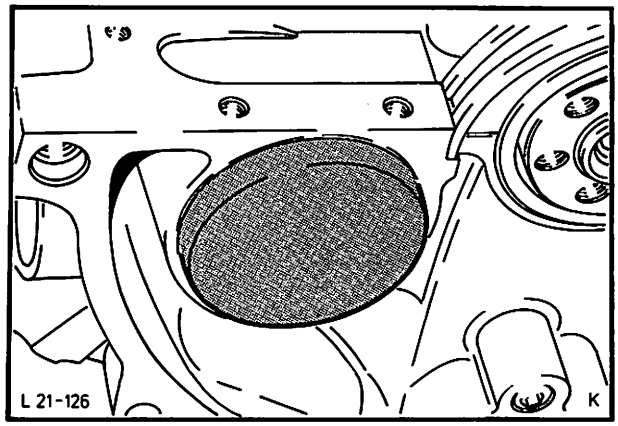

Abb. 170 Verschlußdeckel – Ausgleichwelle einsetzen
44. Eingeölte Ausgleichwelle vorsichtig von hinten einsetzen und Verschlußdeckel, mit der flachen Seite nach außen, mit Dichtungsmasse einbauen, Abb. 170.